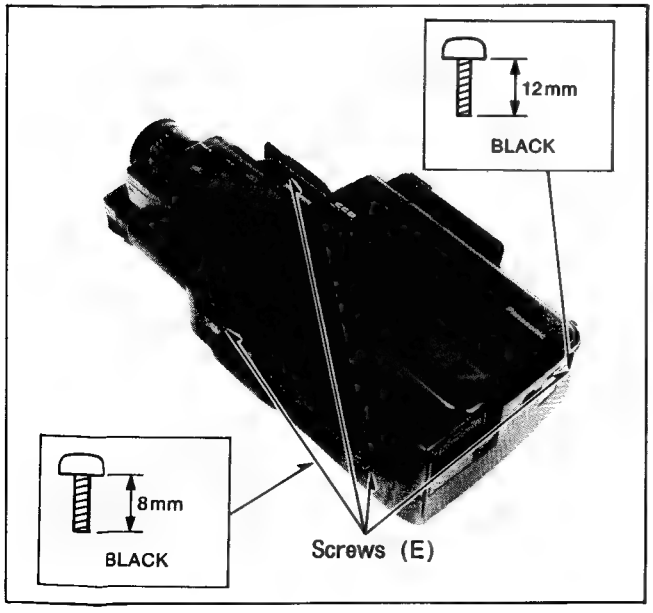

Fig. D5
(1) Remove 4 Screws (E) in Fig.D5.
(2) Lift the Side Case (R) Unit slightly. Then disconnect the connectors on the Side Case (R) Unit.